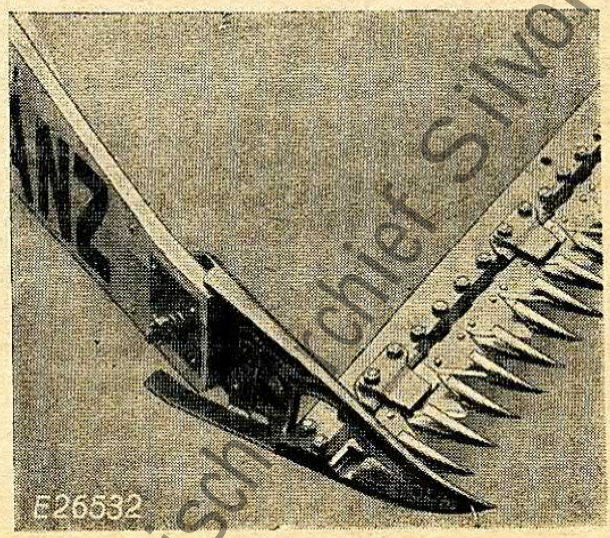

Bild 15
10. Äußeres Spurbrett an der Außenseite des äußeren Schuhs auf die Rundkopfschraube stecken, Feder aufschieben und mit Kronenmutter und Splint festschrauben. Spurstöcke und Abweiserstange anschrauben (Bild 15).